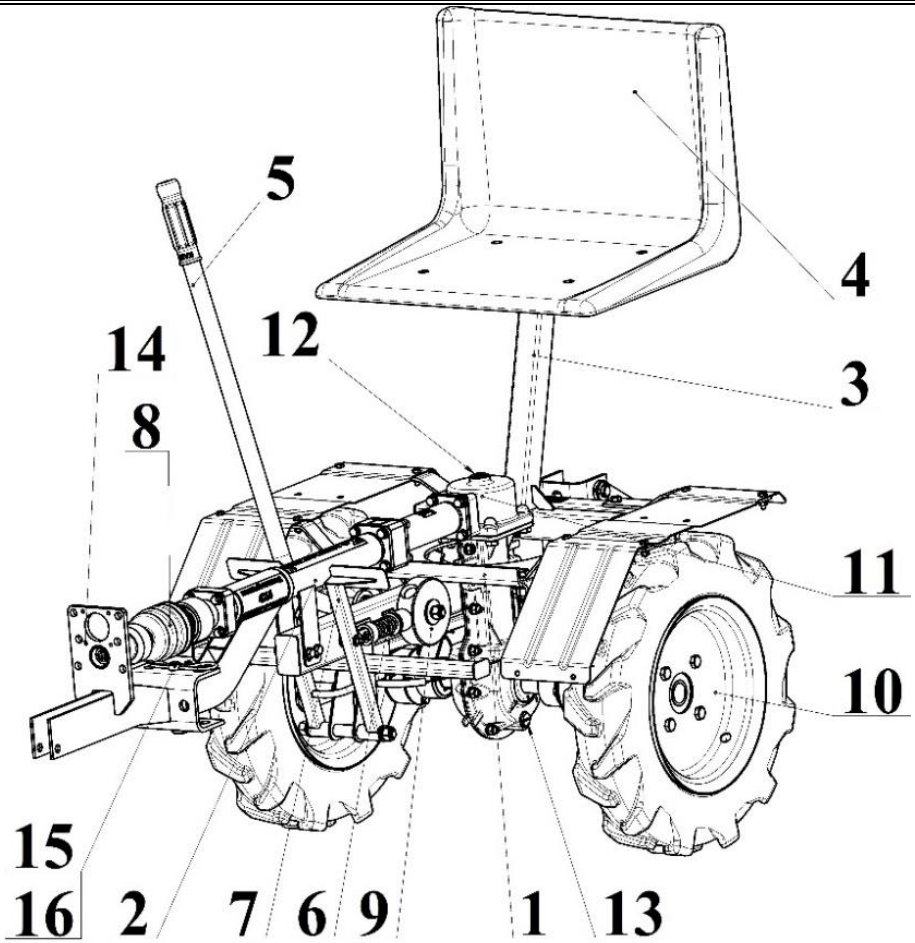

Рисунок 2
6.1.3 Установите на трансмиссию 2 (рисунок 2) ШРУС 8, сцепку 14 и зафиксируйте пальцем 15 и шплинтом пружинным 16 из комплекта принадлежностей.
7.2.3 Одновременно с началом движения мотоблока с адаптером, с помощью рычага 5 (рисунок 2), опустите прицепной механизм с навесным орудием до его рабочего положения и зафиксируйте его.